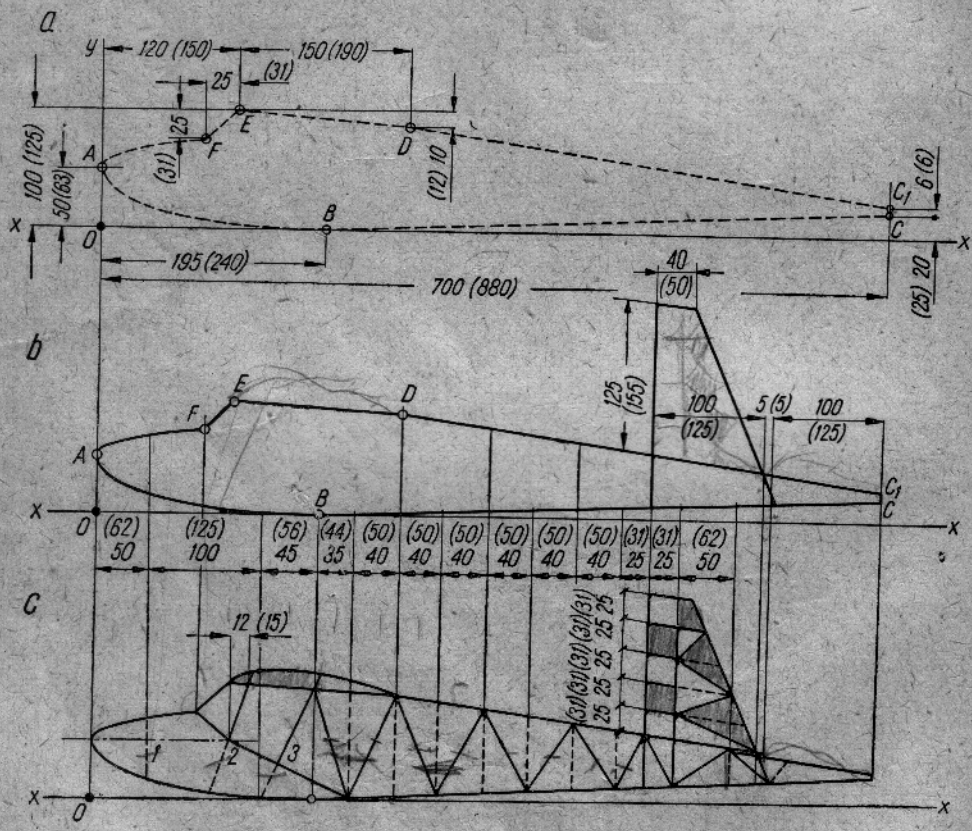

Rys. 39. Wykonanie rysunku montażowego kadłuba
1) (Rys. 39*a*) — rysujemy dwie wzajemnie prostopadłe osie x i y przecinające się w punkcie *0*; długość osi x powinna być co najmniej taka,
2) (Rys. 39*b*) — łączymy naniesione punkty, aby otrzymać obrys kadłuba; przód kadłuba możemy narysować na oko, według swego uznania, lub przenieść ten obrys z rysunku 40 przy pomocy kratek o boku 1 cm; do nakreślonego obrysu dorysowujemy jeszcze kształt statecznika pionowego według podanych wymiarów, a następnie dzielimy długość kadłuba szeregiem wymiarów podanych u spodu rysunku; w punktach wyznaczonych przez te wymiary kreślimy linie prostopadłe do osi *x*; ich przecięcia z obrysem kadłuba określają położenie wręg (*1*, *2*, *3*) i rozpórek kadłuba.
3) (Rys. 39*c*) — kreślimy położenie wręg i rozpórek uważając, aby przebiegały one tak jak na rysunku; jeżeli budujemy wersję „5" lub „10", to wystarczy przenieść tylko te rozpórki, które są oznaczone linią ciągłą. Dla większych wersji „Wicherka" dochodzą dodatkowe rozpórki, które zaznaczono linią przerywaną; to samo dotyczy statecznika pionowego; na zakończenie wrysowujemy obrys przykadłubowego żebra biorąc odpowiedni profil z tablicy 9, gdzie podano je w naturalnej wielkości; rysunku montażowego górnego obrysu kadłuba nie będziemy wykonywać, ponieważ kadłub jest bardzo prosty i posiada wszędzie jednakową szerokość 40 mm.